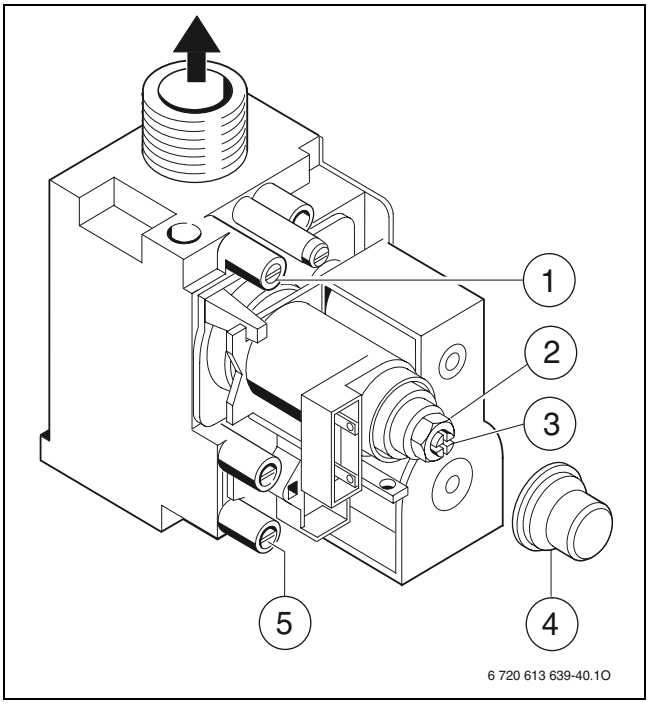

Bild 28
- Dichtschraube am Mess-Stutzen für Düsendruck (→ Bild 28, [1], Seite 29) lösen und U-Rohrmanometer anschließen.
▶ Dichtschraube am Mess-Stutzen für Düsendruck (→ Bild 28, [1]) lösen und U-Rohrmanometer anschließen.
▶ Abdeckung (→ Bild 28, [4])] entfernen.
▶ Für „max“ angegebenen Düsendruck (mbar) aus Tabelle Seite 42 entnehmen. Düsendruck über Einstellschraube max. Gasmenge (→ Bild 28, [2]) einstellen. Rechtsdrehung mehr Gas, Linksdrehung weniger Gas.
▶ Für „min“ angegebenen Düsendruck (mbar) aus Tabelle Seite 42 entnehmen. Düsendruck über Einstellschraube min. Gasmenge (→ Bild 28, [3]) einstellen.
▶ Dichtschraube am Mess-Stutzen für Gasanschlussfließdruck (→ Bild 28, [5]) lösen und Druckmessgerät anschließen.